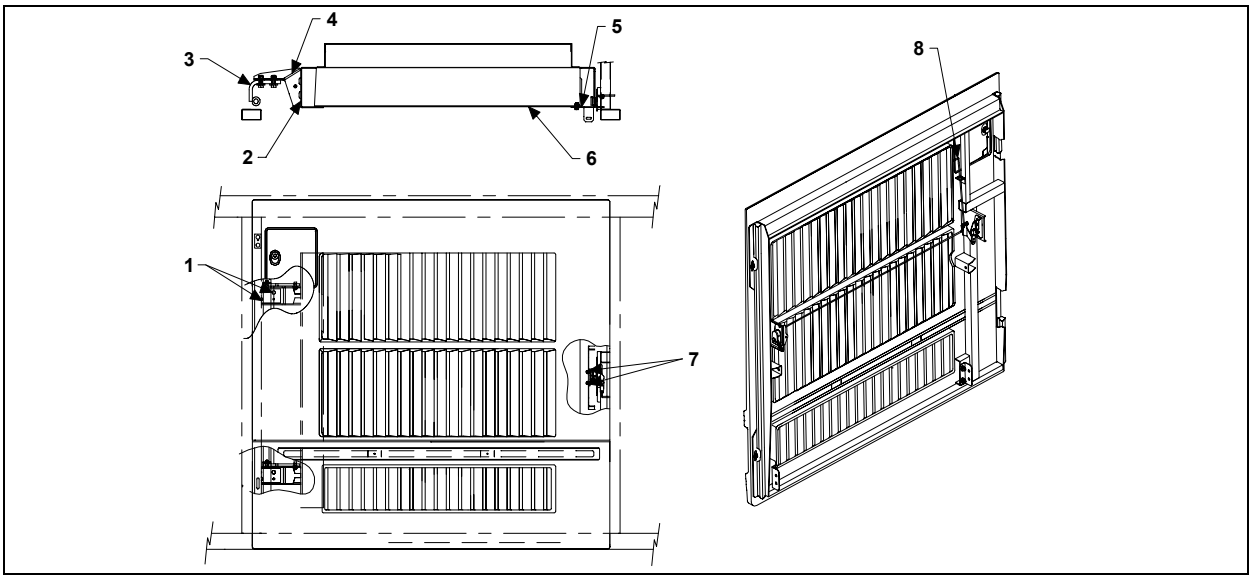

FIGURE 55: CONDENSER DOOR D280201
2. Loosen the nuts (1, Fig. 55) holding the hinge (3, Fig. 55) to hinge attachment (4, Fig. 55). Loosening nuts (1, Fig. 55) allows the condenser assembly to be shifted "LEFT or RIGHT" and "UP or DOWN".
5. Loosen bracket nuts holding the panel to condenser. Panel (6, Fig. 55) may be shifted "IN or OUT", "LEFT or RIGHT" and "UP or DOWN".
6. Adjust condenser panel at brackets (2, Fig. 55) and (5, Fig. 55).